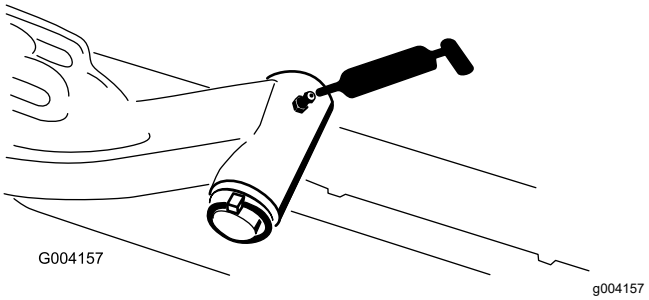

Figuur 76
- Draaias van hefarm (1) (Figuur 76)